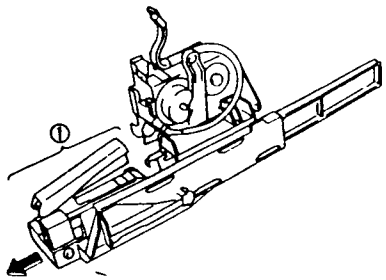

Рис. 1
4. (Рис. 1): Снимите степлер 1 с узла степлера.